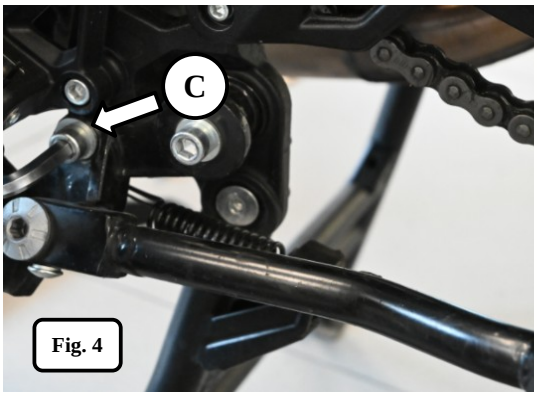
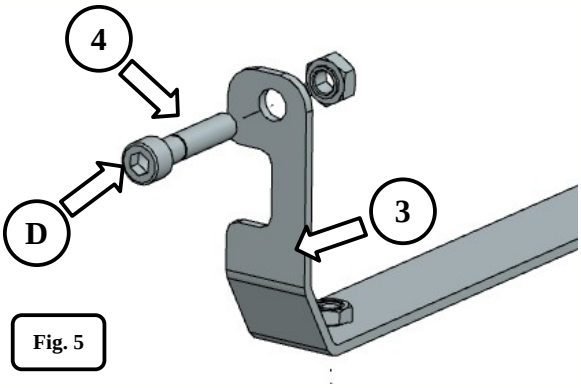
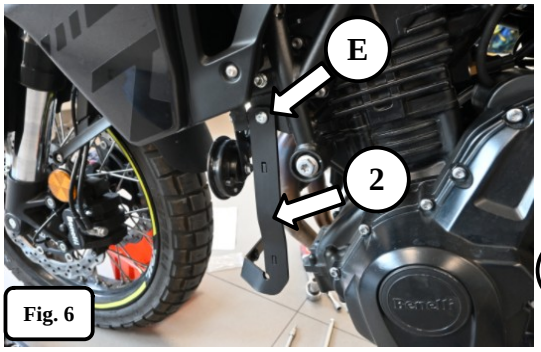
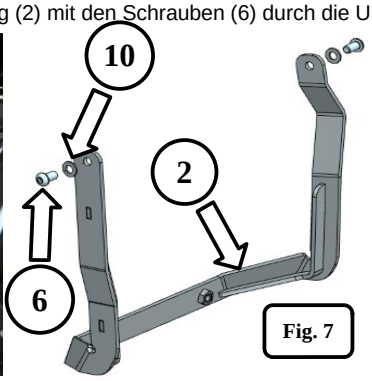

Fig. 4
Fig. 5
Fig. 6
Fig. 7
ENG 2.(C) Loosen the screw. (D) Tighten the rear mount (3) , with the screw (4) [Fig.4] / [Fig.5]
PL 2. (C) Odkręcić śrubę. (D) Przykręć mocowanie tylne (3) , śrubą (4) [Fig.4] / [Fig.5]
DE 2. (C) Entfernen Sie die Schraube. (D) Befestigen Sie die hintere Befestigung (3) mit der Schraube (4) [Abb.4] / [Abb.5].
ENG 3.(E), (F) Screw the front mount (2) with screws (6), through the washers (10). [Fig.5] / [Fig.6] / [Fig.7].
PL 3. (E), (F) Przykręć mocowanie przód (2) śrubami (6), przez podkładki (10). [Fig.5] / [Fig.6] / [Fig.7]
DE 3. (E), (F) Befestigen Sie die vordere Befestigung (2) mit den Schrauben (6) durch die Unterlegscheiben (10). [Abb.5] / [Abb.6] / [Abb.7].